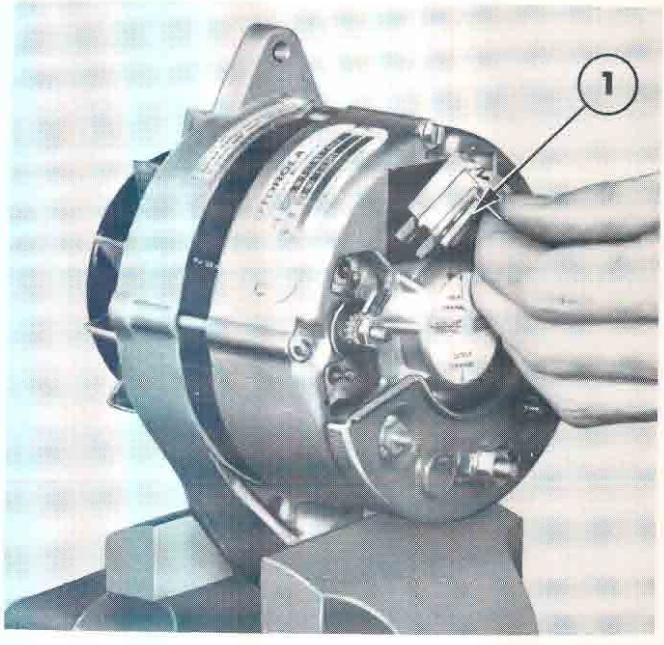

Figure 23
2. Grasp the field terminal and gently pull the brush assembly down and away from the alternator as shown in Figure 23.